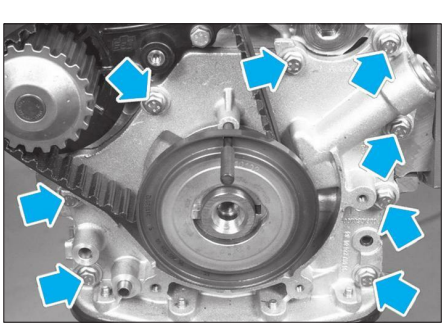

**Fig. 14**
- les huit vis de la pompe à huile en bout de vilebrequin **(Fig.14)**,